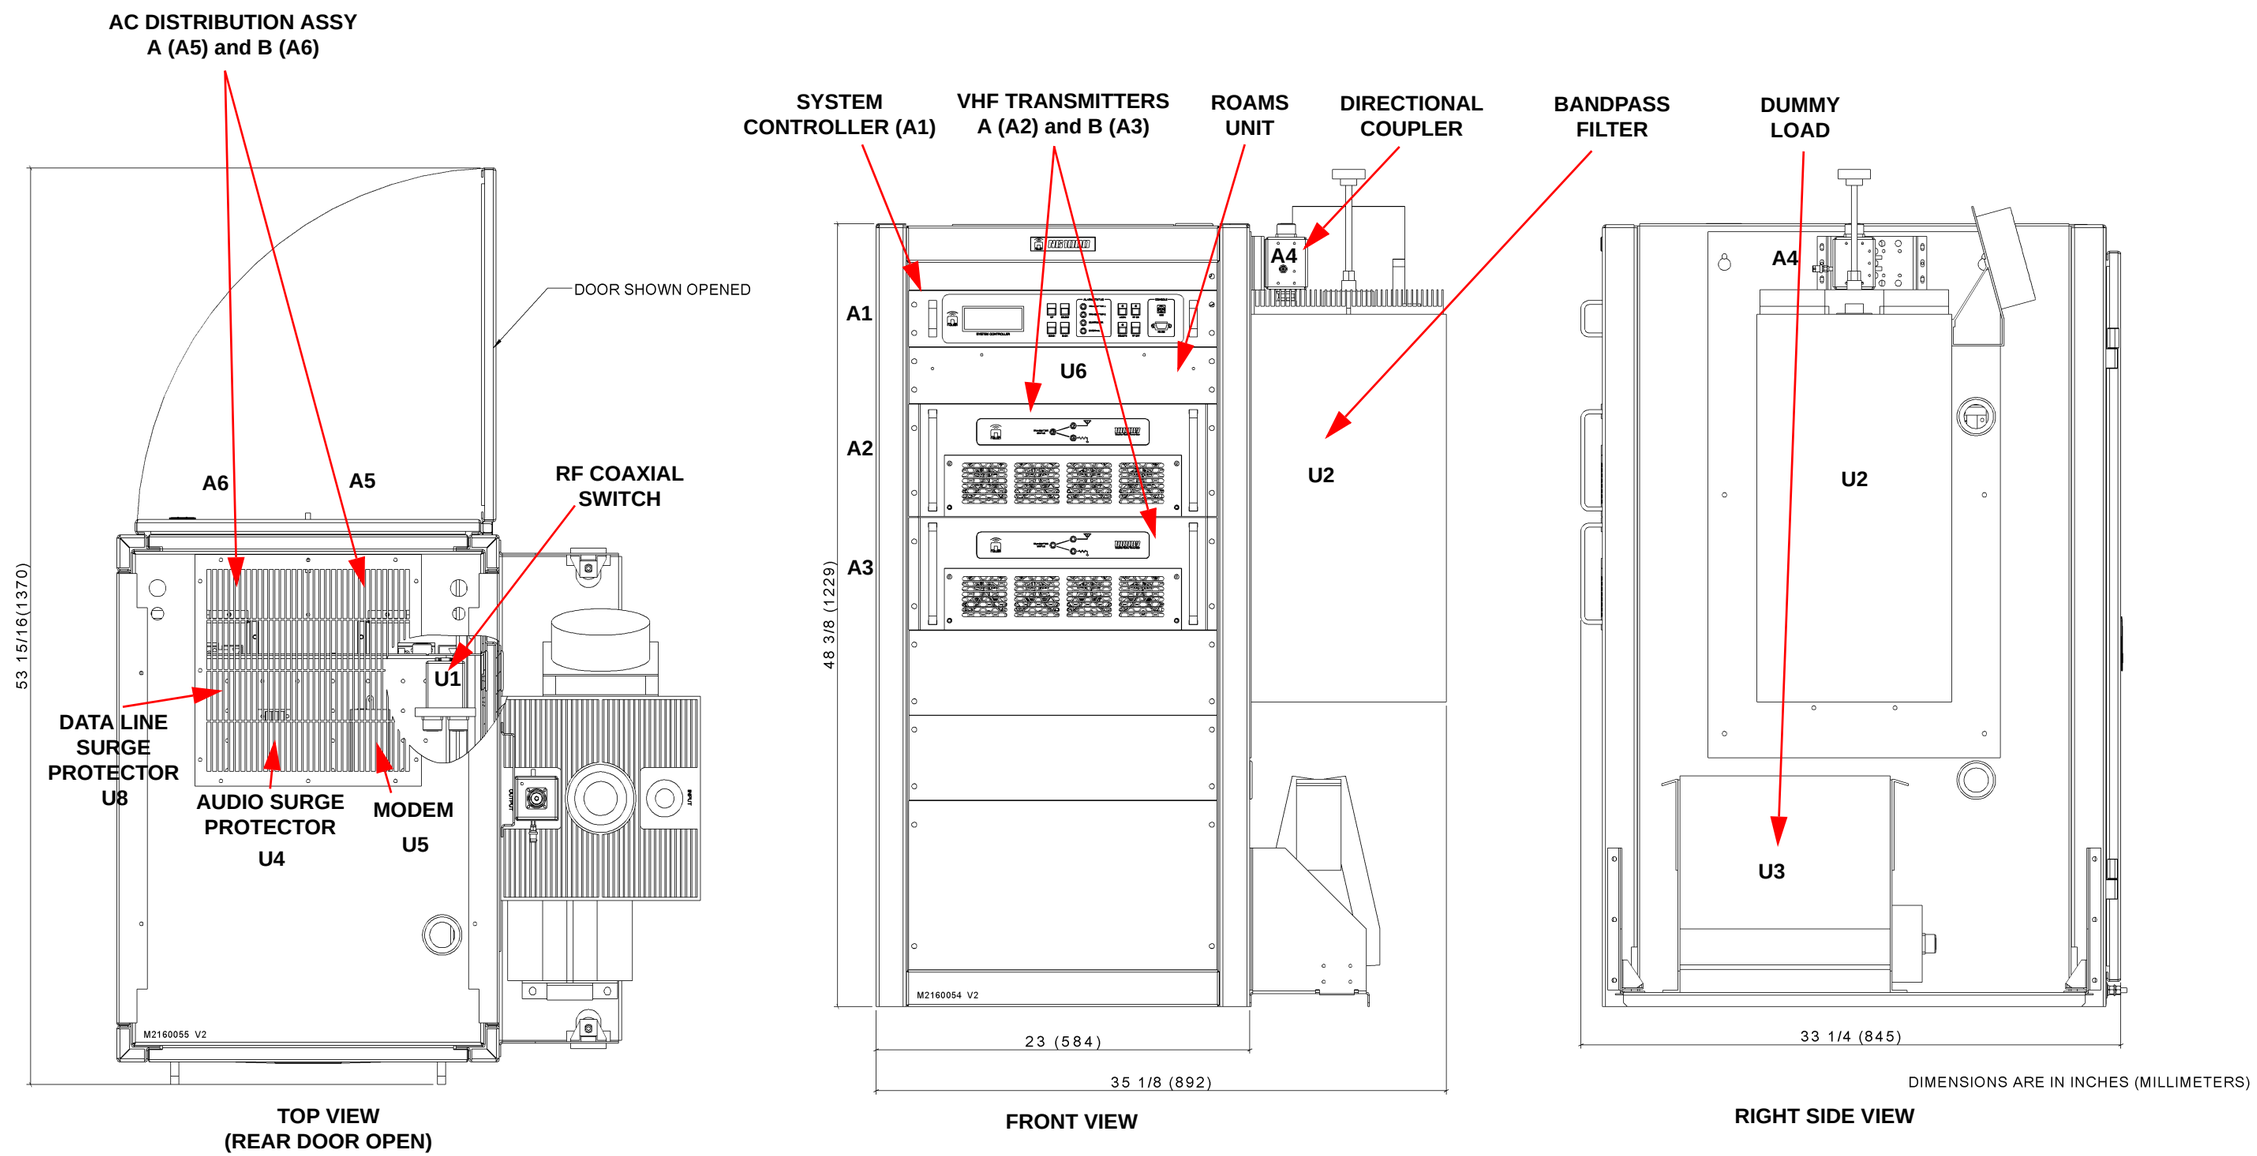

Figure MD-1: NG1000 Weather Radio Transmitter System
3. Refer to Table 6.1 in Section 6, "Mechanical Drawings" on page 6-1. Use the Nautel nomenclature and name of each family tree block in the path, starting at the highest assembly – this is normally Figure MD-1 – to determine the figure number(s) for that assembly.